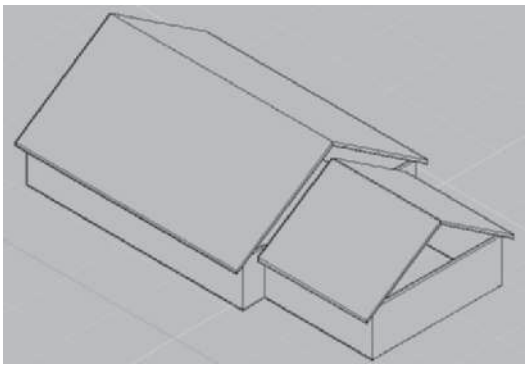

FIGURE 7.12 *Completed gable roof*
6. Select the View tab. Choose **3D Hidden** from the Visual Styles flyout of the Visual Styles panel; the final roof should appear as shown in Figure 7.12.